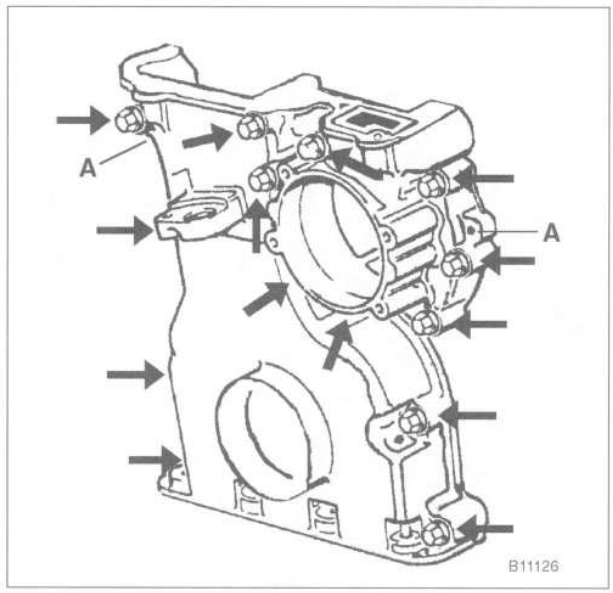

Fig. 13. Lower timing chain cover mounting bolts (**arrows**) and locating dowels (**A**).
23. Using a drift, drive out the two locating dowels in left and right sides of the lower timing chain cover. Remove the cover mounting bolts and carefully lift the cover off. See Fig. 13.